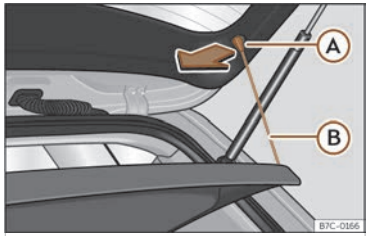

Fig. 162 En el maletero: desmontar y montar la bandeja.
- Desenganche los tirantes de sujeción ››› fig. 162 Ⓑ de los alojamientos Ⓐ.
- Enganche los tirantes de sujeción ››› fig. 162 Ⓑ en el portón trasero.